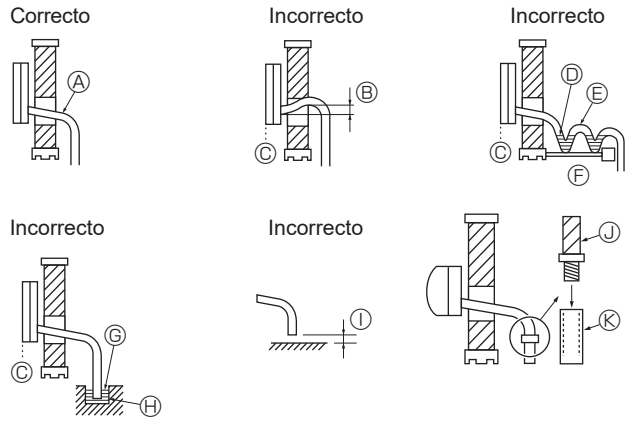

Fig. 5-1
5.1. Trabalho de tubagem de drenagem (Fig. 5-1)